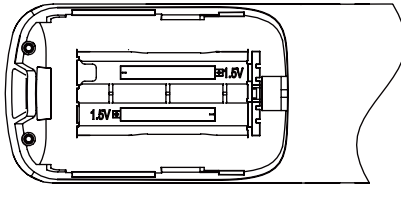

Рисунок 2.8
3) Извлеките старые батареи. Установите две новые батарейки AAA, соблюдая указанную положительную и отрицательную полярность (см. Рисунок 2.8). Закройте крышку батарейного отсека.